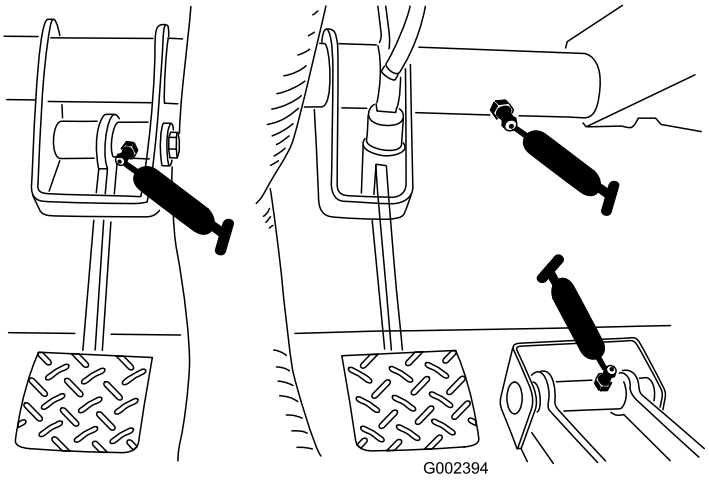

**Figur 40**
- Kobling (1), gaspedal (1), bremse (antal 1) (Figur 40)